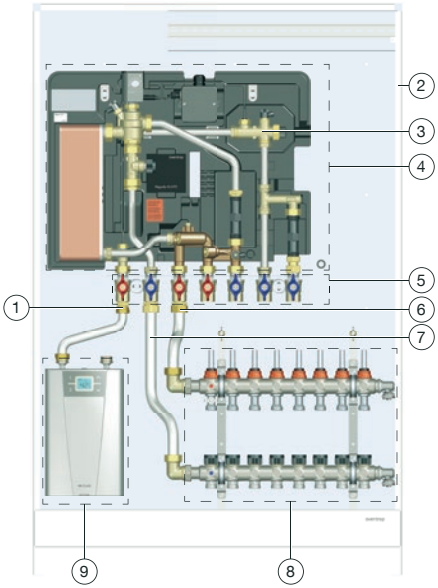

Abb. 2: Anlagenschema
- Demontieren Sie den Durchflusssensor (siehe Position 3 in Abb. 2 auf Seite 8).